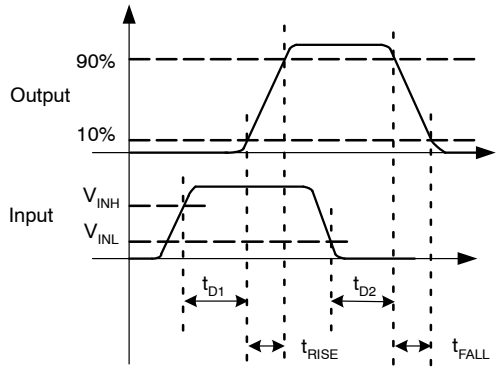
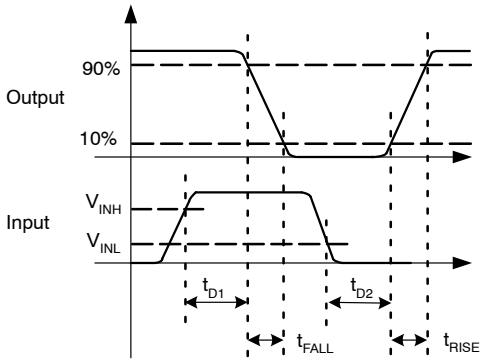
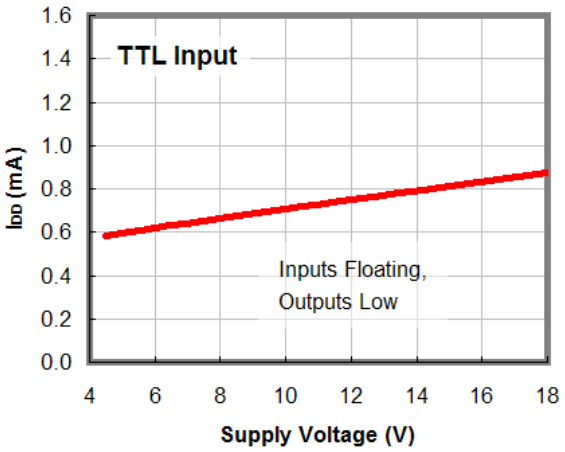
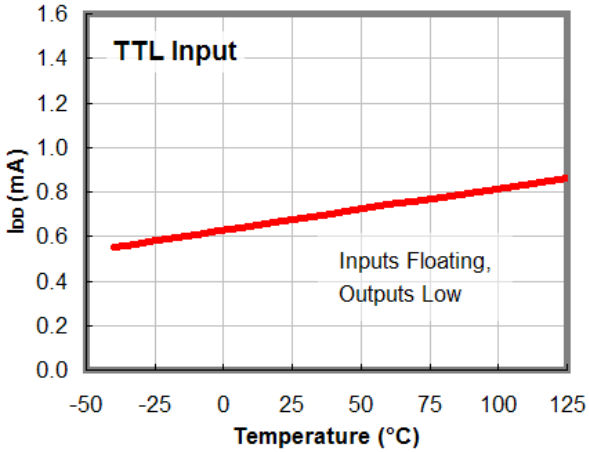

Figure 6. Non−Inverting Timing Diagram
Figure 7. Inverting Timing Diagram
Figure 8. I_{DD} (Static) vs. Supply Voltage (Note 10)
Figure 9. I_{DD} (Static) vs. Temperature (Note 10)
9. See Timing Diagrams of Figure 6 and Figure 7.
10. For any inverting inputs pulled low, non−inverting inputs pulled high, or outputs driven high, static I_{DD} increases by the current flowing through the corresponding pull−up/down resistor shown in Figure 6 and Figure 7.
In the I_{DD} (static) typical performance characteristics shown in Figure 8 and Figure 9, each curve is produced with both inputs floating and both outputs LOW to indicate the lowest static I_{DD} current. For other states, additional current flows through the 100 kΩ resistors on the inputs and outputs shown in the block diagram of each part *(see Figure 6 and Figure 7)*. In these cases, the actual static I_{DD} current is the value obtained from the curves plus this additional current.